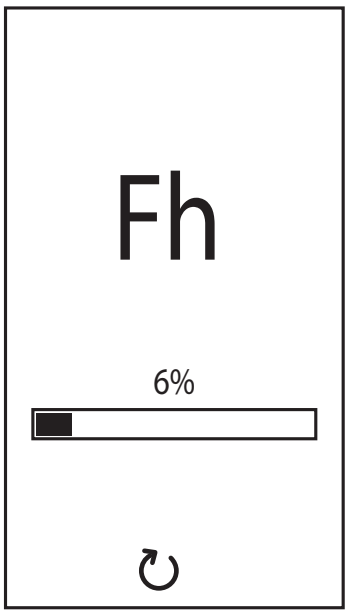

рис. 9- Выпуск воздуха с выключенным вентилятором
- В течение последующих 280 секунд будет проводиться цикл спуска воздуха при неработающем вентиляторе (рис. 9).